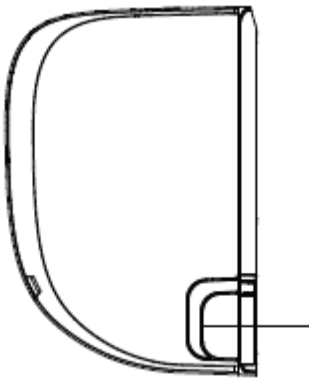

Рис. 3.3
2. Якщо отвір у стіні знаходиться позаду приладу, не змінюйте положення панелі. Якщо отвір стіни знаходиться збоку внутрішнього блоку, зніміть пластикову заглушку з цього боку. (Див. Рис. 3.3).